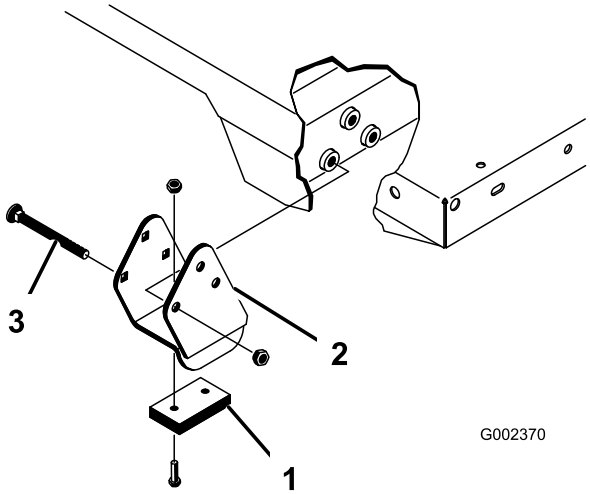

Figur 34
Obs: Kontrollera att distansbrickorna och slitageblocken (Figur 34) monteras med vagnskruvhuvudena inuti maskinen.
i den bakre ramkanalen, och montera två sprintbultar och hjulsprintar (Figur 34).
3. Med flaket sänkt fäster du varje cylinderände vid rätt spår i flakets fästplattor med en sprintbult och en hjulsprint. För in sprintbulten från flakets utsida med hjulsprinten utåt (Figur 34). De bakre spåren är till för montering av komplett flak och de främre för montering av 2/3-flak.